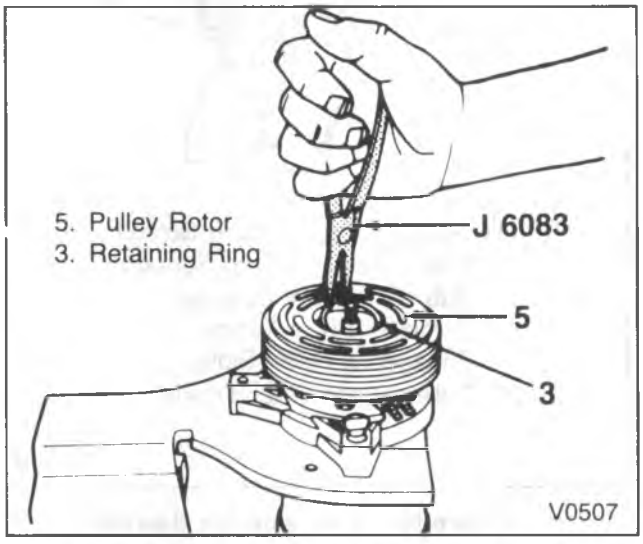

Figure 64 – Removing the Retainer Ring
Remove or Disconnect (Figures 64, 65 and 66)
2. Remove rotor and bearing assembly retaining ring, using snap ring pliers J 6083 (figure 64).
Install or Connect (Figures 64, 65, 67 and 78)
9. Install rotor and bearing assembly retainer ring, using snap ring pliers J 6083 (figure 64).